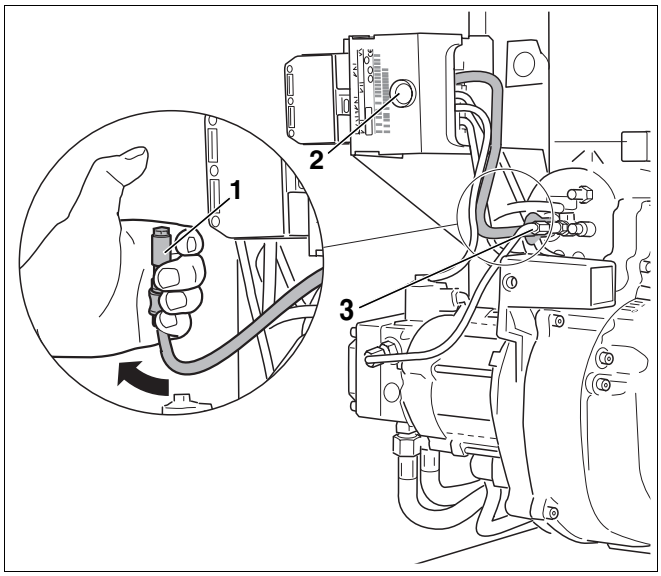

Fig. 32 Verificare il funzionamento della fotocellula
- Con bruciatore in funzione, estrarre la fotocellula dal supporto afferrando l'apposita impugnatura (fig. 32, **pos. 3**).
- Coprire la fotocellula (fig. 32, **pos. 1**). Al riavviamento deve verificarsi un disinserimento per disfunzione.
- Dopo un tempo di attesa di circa 30 secondi riarmare il dispositivo combustione gasolio premendo il tasto di riarmo (fig. 32, **pos. 2**).